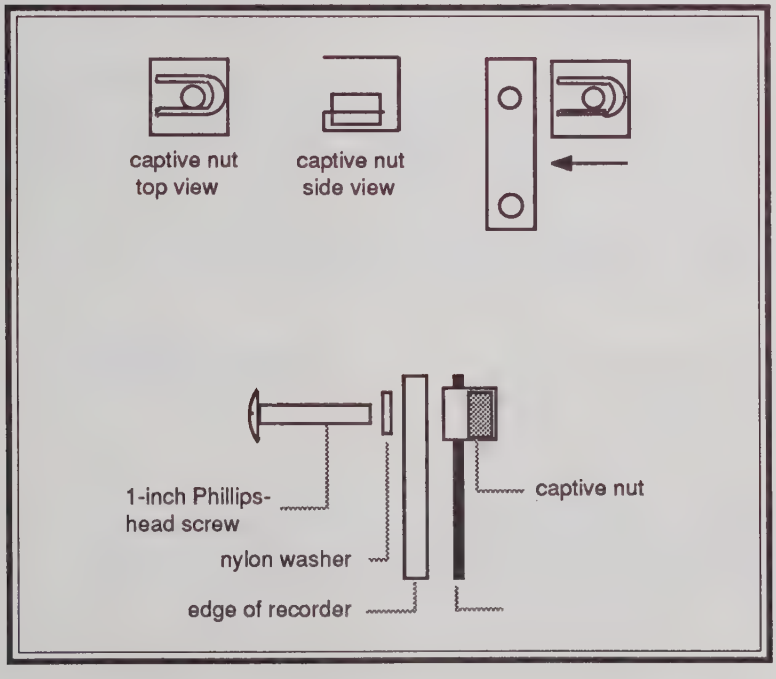

Figure 2-2f. Attaching Recorder to Enclosure
12. **Using the four 1-inch #10 Phillips-head screws, four nylon washers, and four U-nuts that are supplied with your recorder, secure the recorder in the enclosure. Figure 2-2f illustrates the correct mounting-hardware configuration.**